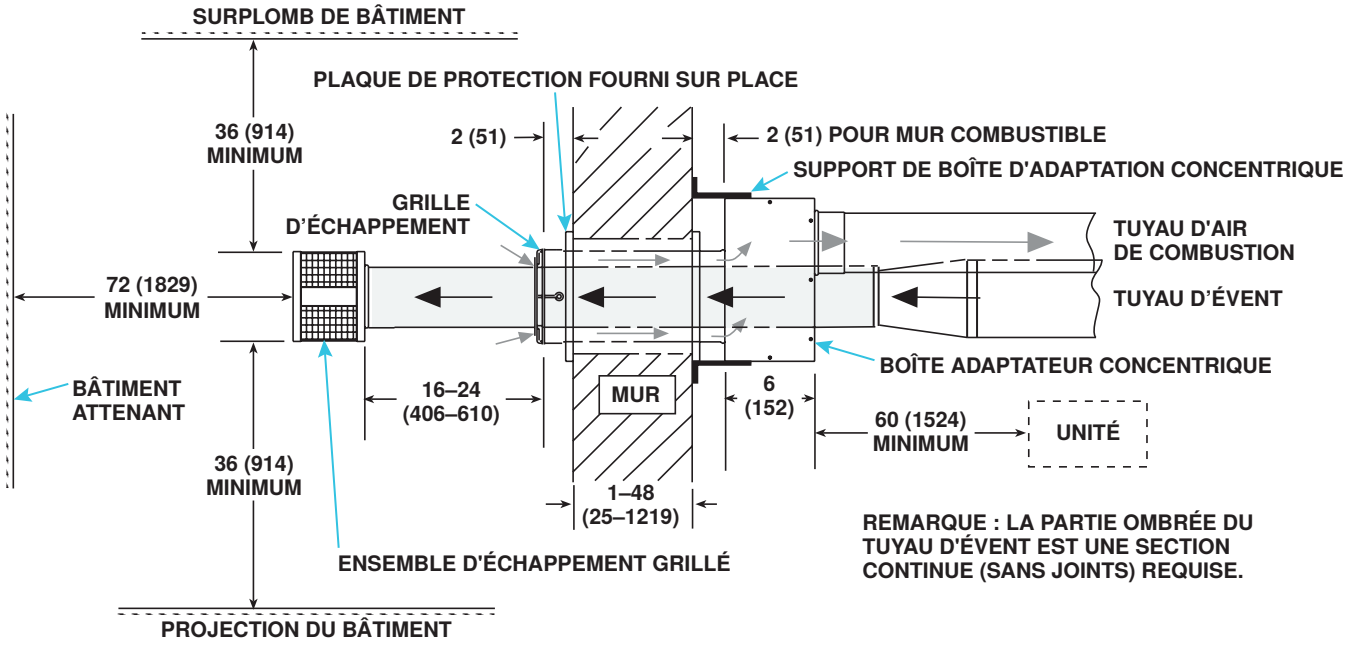

**Figure 26. Installation de l'option CC6**
4. Fixez des angles plus longs sur les supports de boîtier d'adaptateur concentriques (voir **Figure 26**) au boîtier d'adaptateur concentrique.
5. Connectez la section extérieure du tuyau d'air de combustion au boîtier adaptateur concentrique (voir **Figure 26**) :
(1) Longueur du support de la boîte au mur
(2) Plus épaisseur de paroi
(3) Plus 2 pouces (51 mm) au-delà du mur
6. Fixez le boîtier adaptateur concentrique sous le toit (voir **Figure 26**) :
a. Positionnez le protecteur d'entrée d'air sur le bout du tuyau d'air de combustion conformément à la **Figure 26**.
a. Consultez la **Figure 26** pour établir la longueur de chaque section de conduits ainsi que la longueur totale requise. La transition à simple paroi ou de catégorie III doit être à moins de 6 pouces (152 mm) du boîtier côté appareil de chauffage.
d. Assurez-vous que l'ensemble d'échappement grillagé est aligné de manière à ce que ses déflecteurs soient positionnés à 12, 3, 6 et 9 heures (voir **Figure 26**). Installez d'échappement grillagé conformément à la **Figure 13**.
10. Vérifiez la conformité à la **Figure 26** et à toutes les exigences d'échappement spécifiques données ci-dessus.